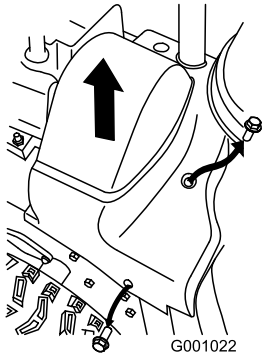

Bild 44
2. Heben Sie die rechte Seite der Riemenabdeckung an (Bild 44).